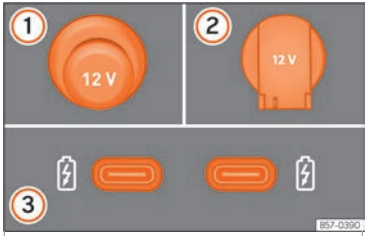

Fig. 143 12 volt power socket: ① in the centre console, ② in the luggage compartment. The USB power socket is located at the rear of the centre console ③.
- Remove the cover from the socket, located on the centre console ››› Fig. 143 ①.
- Lift the power socket cover ››› Fig. 143 ②.
These USB ports are located in the rear part of the centre console, between the front seats ››› Fig. 143 ③. These connectors can work at a maximum power of up to 10.5 W per port.